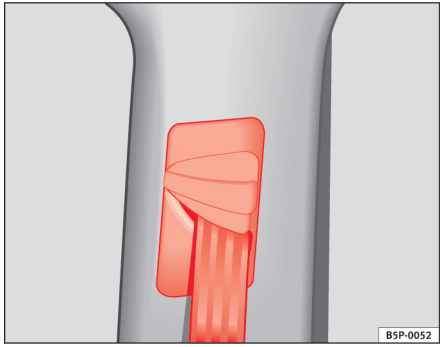

Fig. 16 Placering af selehøjdeindstilling
– Tryk på vendebeslaget i det øverste område, og hold det i denne position ⇒ side 26, fig. 16.